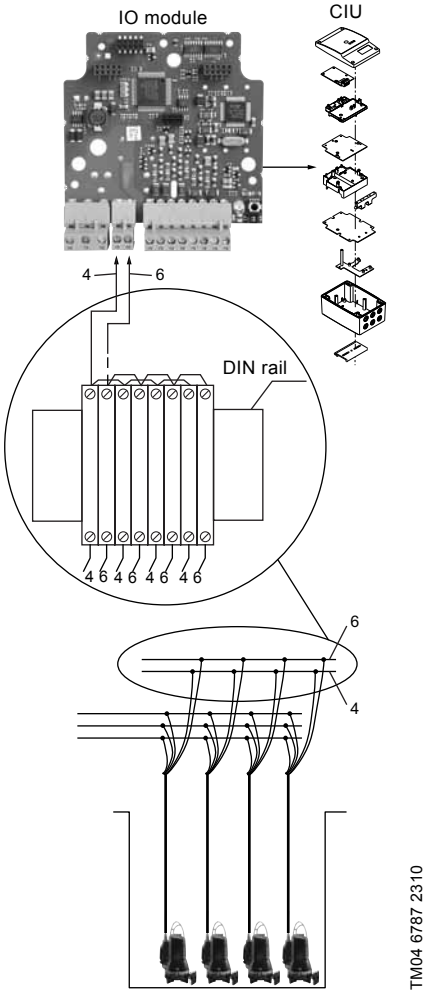

**Fig. 7** Powerline connection
Terminals 1 and 2 are used to establish communication with each pump. If more than one pump are installed in the system, the leads are to be connected as shown in fig. 7.
In the upper part of the terminal block, a parallel connection is to be made. Then connect lead 4 to terminal (pos. 1) and lead 6 to terminal (pos. 2). See fig. 7.